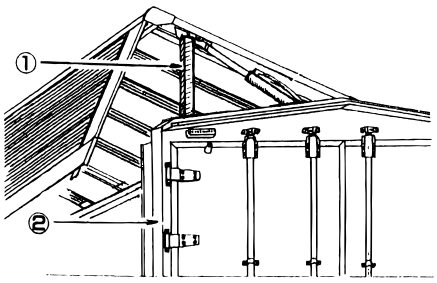

図1
油圧装置のメンテナンスの時には、必ずウイングの前後に支柱を入れて、下降しないようにしてから作業を行ってください。（図1－①）
フレーム等の加熱修理の場合には、配管チューブが熱により損傷しない様、加熱保護対策を施し、又は、油圧ホースを取外してから修理を行ってください。特に、コーナーポスト4ヶ所（図1－②）内には、見えない部分に配管されておりますので、注意が必要です。